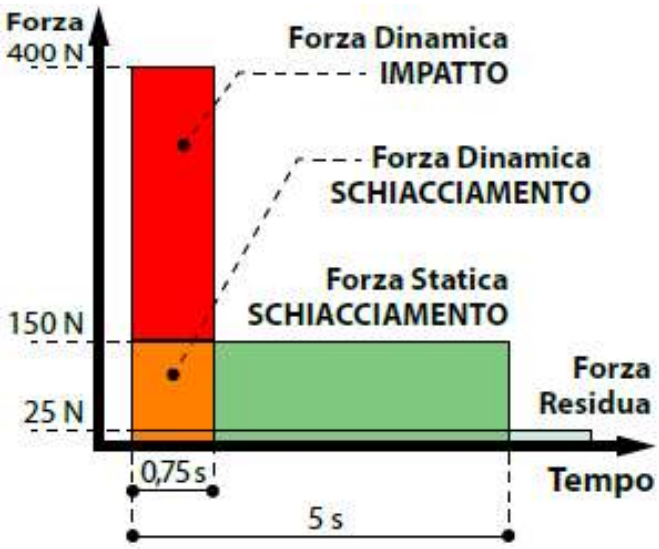

Fig.5
- Verificare che i valori misurati dallo strumento siano inferiori a quelli indicati nel grafico. (Vedi Fig.5)